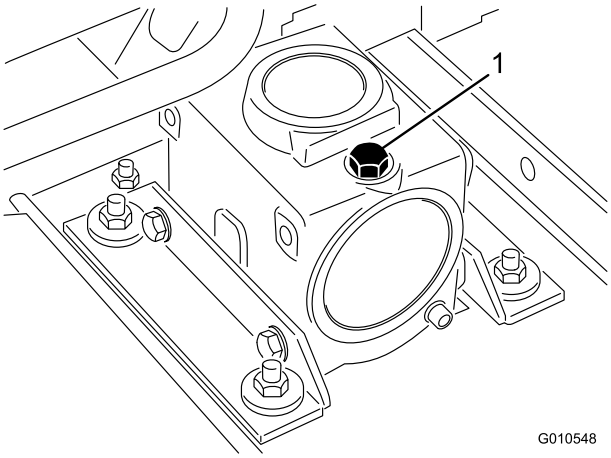

Figur 13
2. Ta ut oljestickan/påfyllningspluggen från övre delen av växellådan (Figur 13) och kontrollera att oljenivån ligger mellan markeringarna på oljestickan. Fyll på med olja så att nivån ligger mellan markeringarna, om nivån är låg.